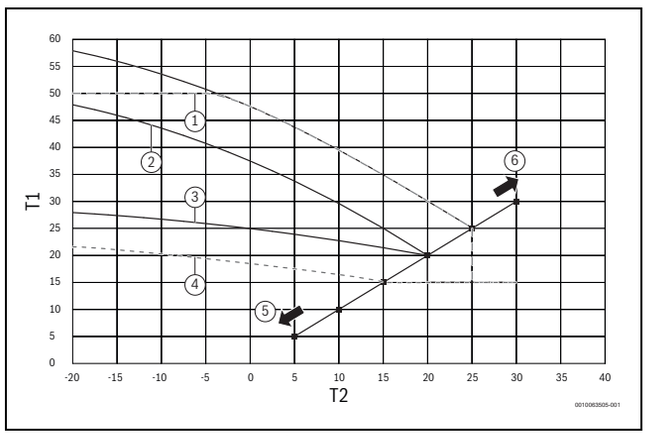

Bild 53 Einstellmöglichkeiten für die Heizkurve
2) Alle Heizkennlinien treffen sich bei einer Außentemperatur von +20 °C und einer Rücklauftemperatur von +20 °C, d. h., dass in diesem Betriebspunkt keine Heizleistung mehr gefordert wird. Über die Balkenanzeige (→ Bild 11, Seite 7) kann dieser Betriebspunkt unter dem Menüpunkt **Heizkurve und Parallelverschiebung** zwischen 5 °C und 30 °C entlang der schräg gekennzeichneten Achse verschoben werden. Dadurch verschiebt sich die gesamte Heizkurve um einen konstanten Betrag von 1 K pro Balkeneinheit parallel nach oben oder nach unten (→Bild 53, Seite 36). Diese Einstellung kann der Benutzer nach seinen individuellen Temperaturwünschen durchführen. Zur Unterstützung der Anpassung der Heizkurve kann die Tabelle 37, Seite 36 hinzugezogen werden.